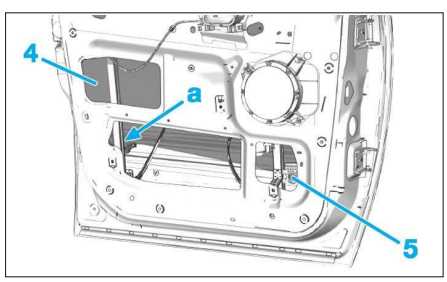
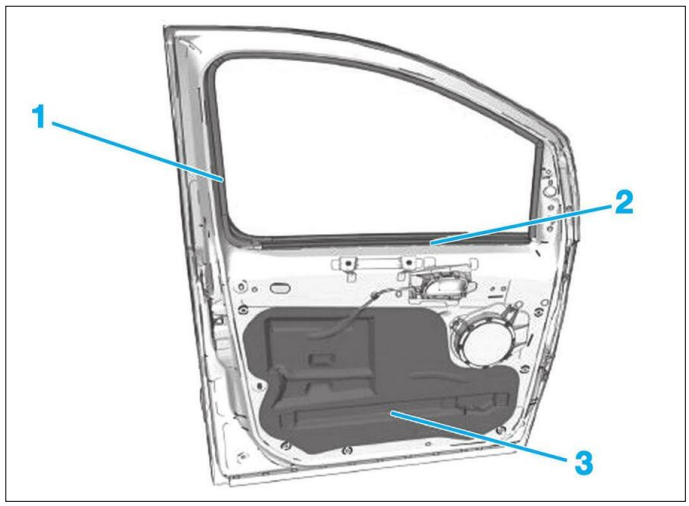

**Fig. 65**
**Fig. 64**
- le joint de coulisse de la vitre (1) de porte avant **(Fig.64)**,
- le lèche-vitre intérieur (2),
- la feuille d'isolation/étanchéité (3).
• Dégrafer la vitre (4) de la porte latéral en (a) **(Fig.65)**.
• Déposer la vis (5).